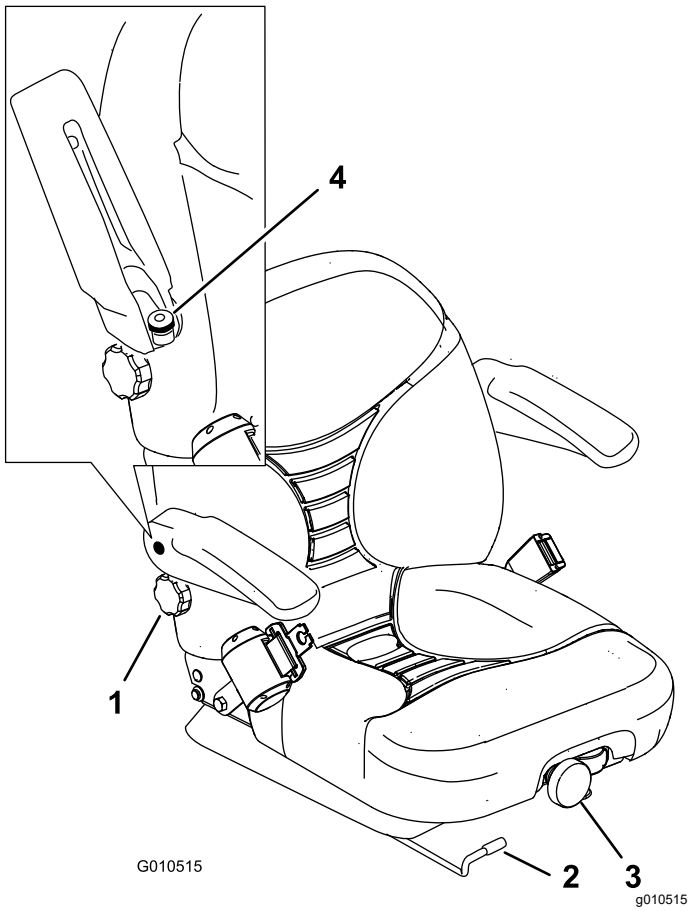

Figur 34
1. Flyt håndtaget til siden for at låse sædet op (Figur 34).
Drej på knappen foran på sædet for at opnå den mest behagelige position (Figur 34).
Drej knappen under det højre armlæn til højre eller venstre for at opnå den mest behagelige position (Figur 34).
Armlænet justeres ved at hæve det og dreje på knappen for at opnå den mest behagelige position (Figur 34).